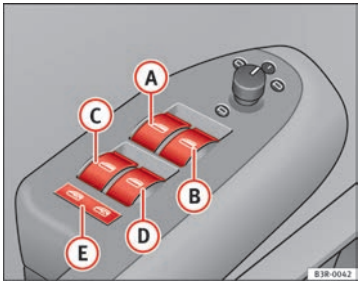

Fig. 80 Detail of the driver door: Controls
(A) Switch ⇒ fig. 80 for the driver door window
The safety switch ⇒ fig. 80 (E) can deactivate the rear door switches. The windows can only be operated from the rear when the safety switch is pressed in.